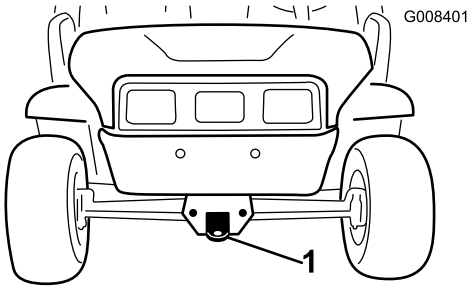
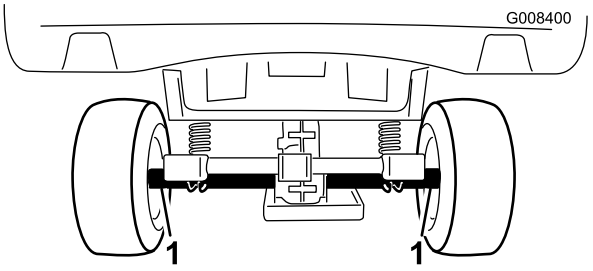

Rysunek 20
Rysunek 21
Do przemieszczania pojazdu na duże odległości należy użyć przyczepy. Upewnij się, że pojazd jest zamocowany do przyczepy. Rozmieszczenie punktów mocowania jest podane na Rysunek 20 i Rysunek 21.
2. Zamocuj linę holowniczą do haka holowniczego z przodu ramy pojazdu (Rysunek 20).